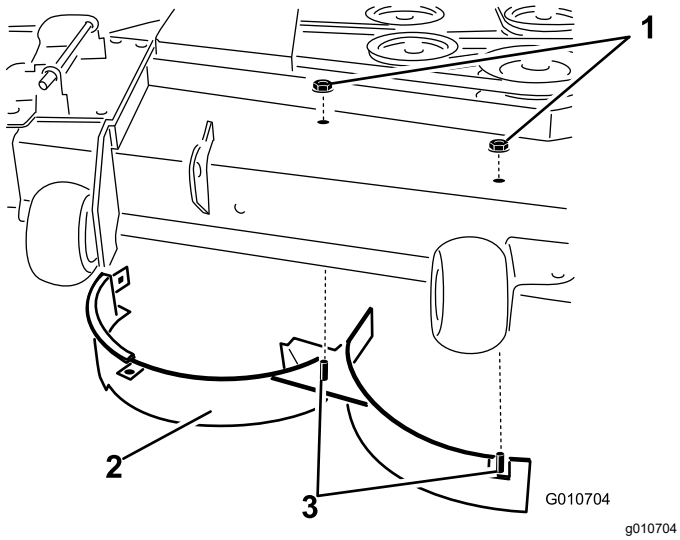

Figura 14
8. Îndepărtai cele 2 contrapiulie (5/16") fixate pe suporturile sudate ale deflectorului drept din partea superioară a punii mainii de tuns iarba, aflate în poziie centrală i la dreapta de centru (Figura 14)